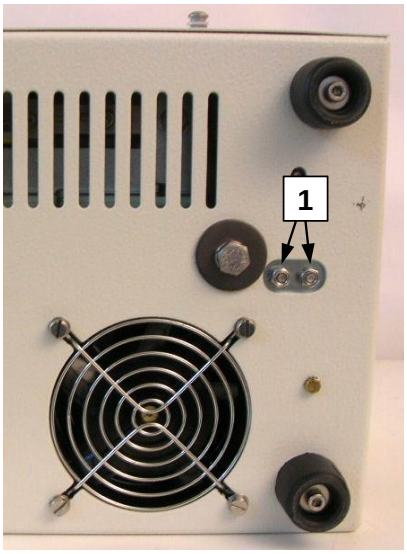

fig.5.18
- svitare completamente i due dadi (n.1-fig.5.18) posti nella parte inferiore del telaio della macchina; questi dadi fissano la cella di carico al telaio.